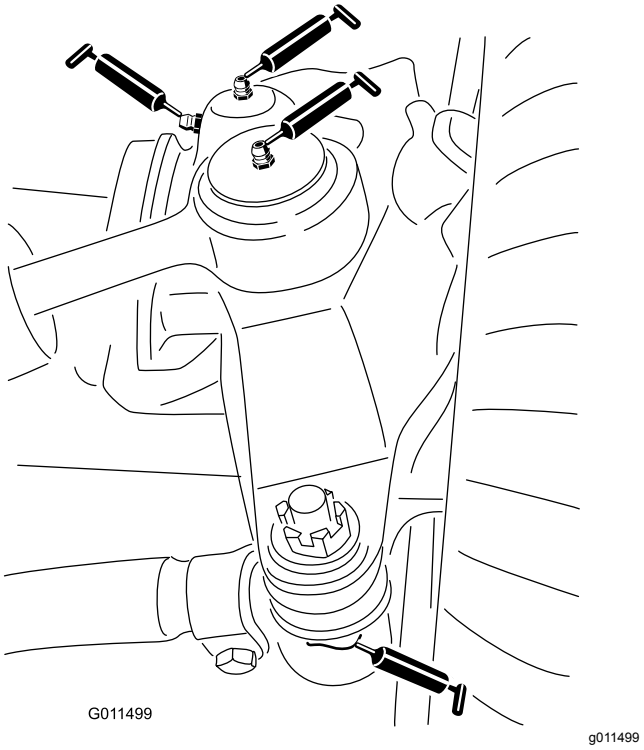

Figuur 60
- Kogelverbindingen van stuurcilinder (2) (Figuur 60)
- Kogelverbindingen van spoorstang (2) (Figuur 60)
- Lagerbussen van koppelpen (2) (Figuur 60). **De bovenste nippel op de koppelpen hoeft slechts één keer per jaar te worden gesmeerd (twee keer pompen).**